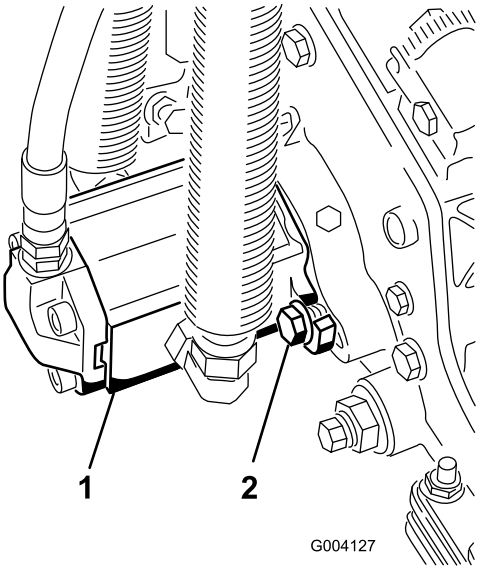

Figura 19
10. Instale o motor rodando-o no sentido dos ponteiros do relógio de forma a que as flanges do motor se afastem dos parafusos (Figura 19). Rode o motor no sentido contrário aos ponteiros do relógio até que as flanges envolvam os parafusos e apertem os parafusos.